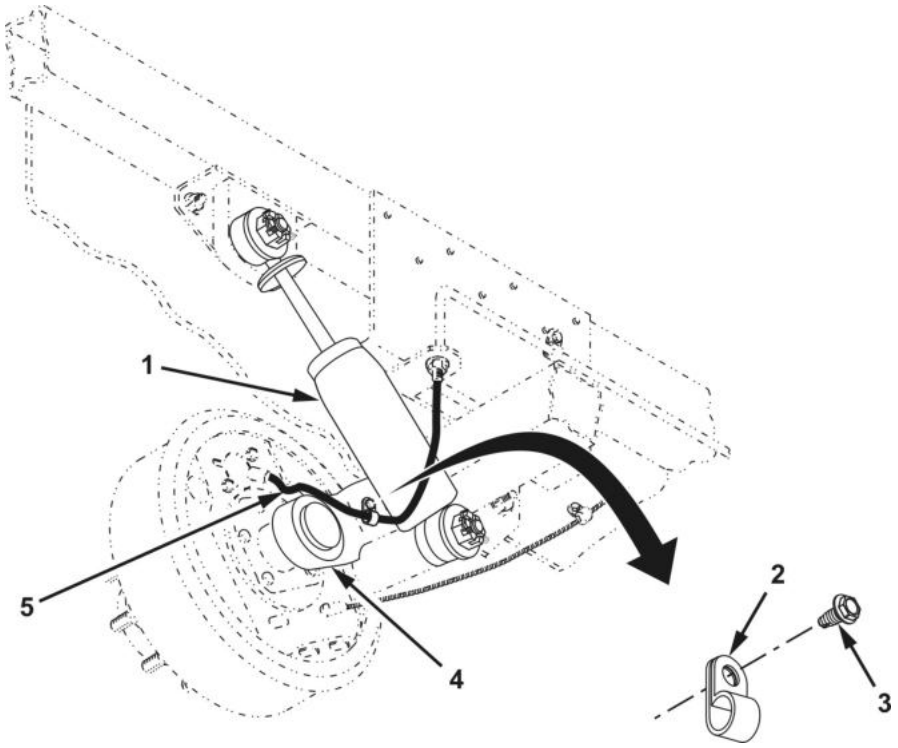

Figure 2. Shock Absorber Removal.
4. Remove capscrew (Figure 2, Item 3) from clamp (Figure 2, Item 2) securing flex brake line (Figure 2, Item 5) to torsion arm (Figure 2, Item 4).
5. Remove shock absorber (Figure 2, Item 1).